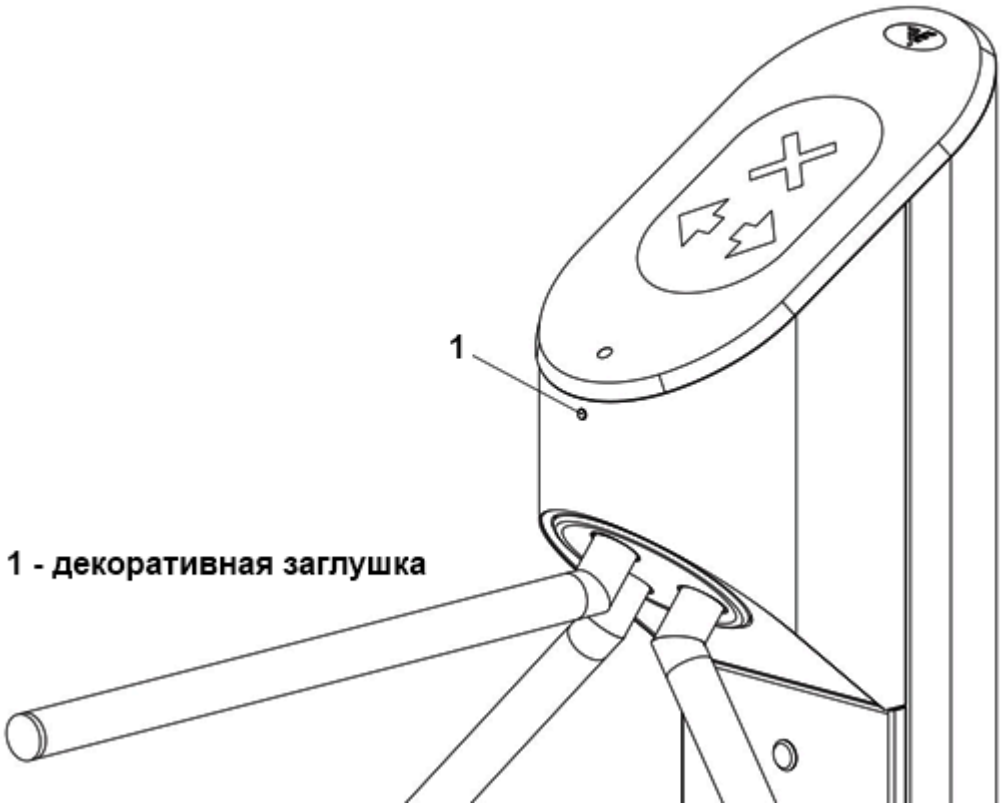

Рисунок 9 – Декоративная заглушка панели индикации
- Рисунок 9 – извлечь пластиковую декоративную заглушку из отверстия;